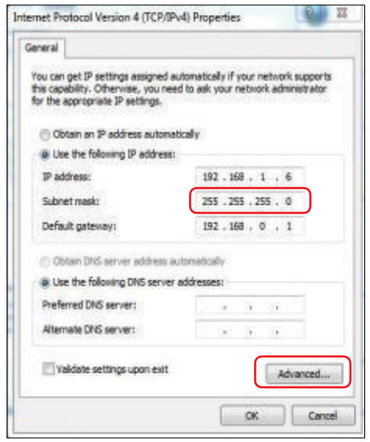

Fig. 6.7
(1) Cick “Advanced”，enter to “Advanced TCP/IP settings” (See Fig. 6.7).